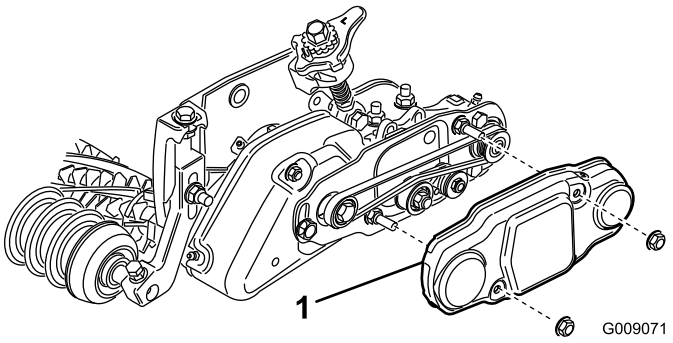

Figuur 34
48. Schuif de drijfriemkap op de bevestigingsbouten en zet deze vast met twee flensmoeren (Figuur 34).